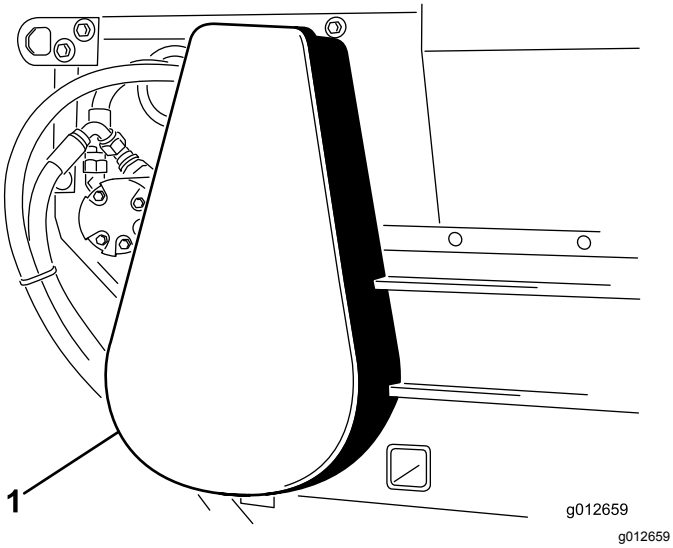

Rysunek 18
2. Usuń pokrywę łańcucha (Rysunek 18).
6. Zamontuj pokrywę łańcucha (Rysunek 18).